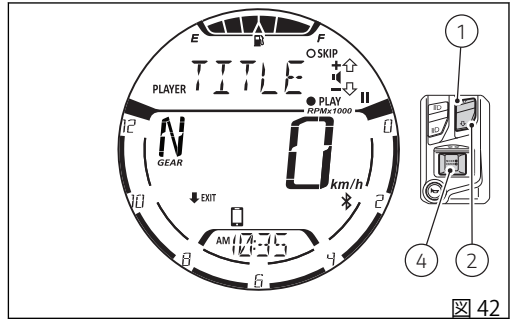

図 42
音楽プレーヤー操作に再びアクセスすると、ボタン (1)、ボタン (2)、ボタン (4) は音楽プレーヤー操作専用ボタンに戻ります (図 42)。